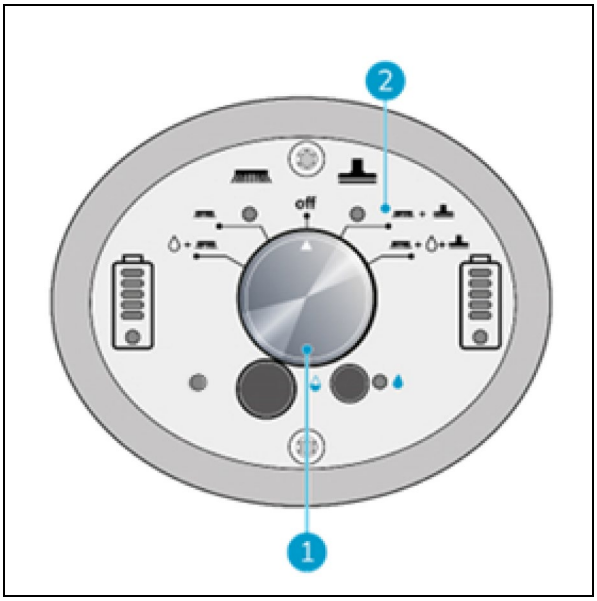

Figur 22
1. Bruk hovedbryteren på i-mop XL (figur 22, pos. 1) og velg MODE 3 Brush + Dry vacuum (figur 22, pos. 2)